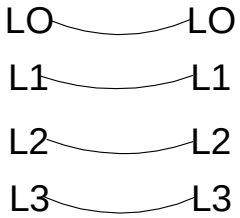

Fig 1-2 Proper Phase Sequence
c. Weather one or two switches are used, the proper phase sequence must be maintained at all times as shown in figure 1-2.